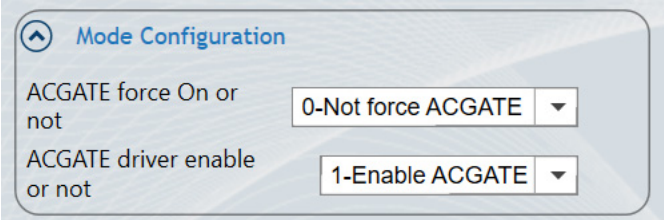

Figure 13: External MOSFET Mode Configuration
2. Select the external MOSFET mode configuration (input connection) (see Figure 13).